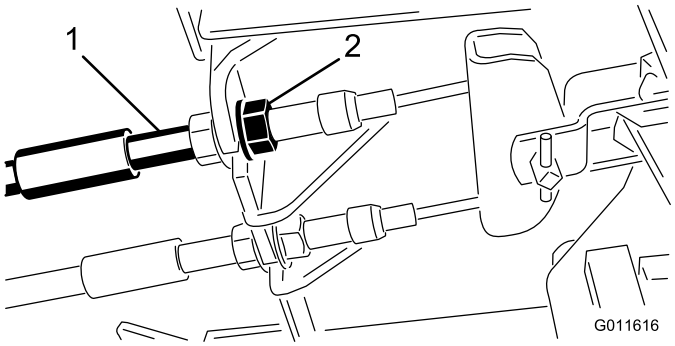

Figur 55
1. Tilspænd bremserne for at reducere bremsepedalernes frie vandring ved at løsne den forreste møtrik på bremsekablets gevindende (Figur 55).